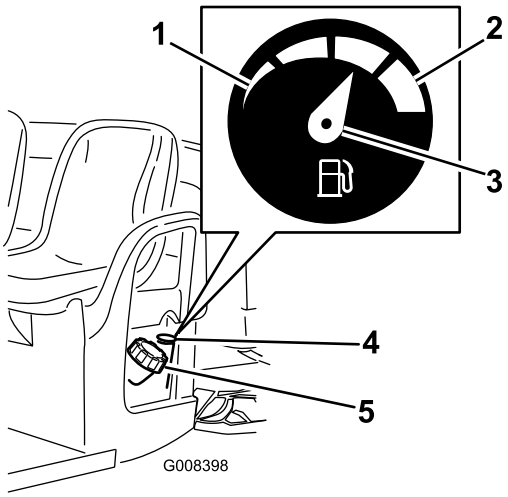

Figura 12
2. Retire el tapón del depósito de combustible (Figura 12).